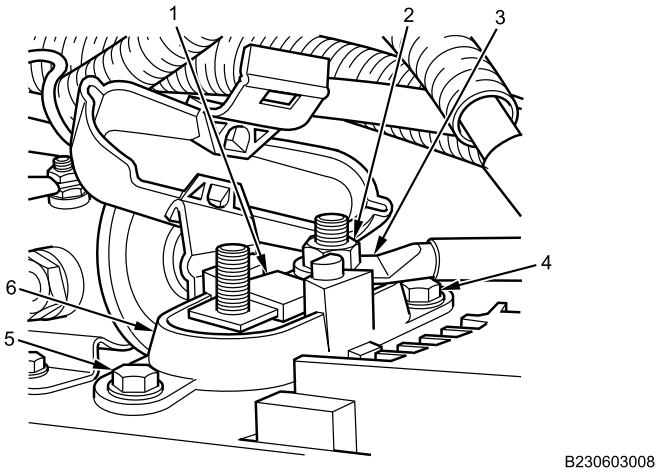

Figure 2. 300A Megafuse and Holder.
5. Remove nut (Figure 2, Item 2) and winch feed cable (Figure 2, Item 3) from megafuse holder (Figure 2, Item 6).
6. Remove 300A megafuse (Figure 2, Item 1) from megafuse holder (Figure 2, Item 6).
7. Remove bolts (Figure 2, Item 4 and 5), lockwashers, and flatwashers from megafuse holder (Figure 2, Item 6). Discard lockwashers.
8. Remove megafuse holder (Figure 2, Item 6) from bracket.